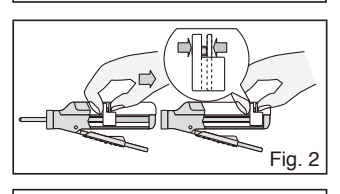

Fig. 2
1. Zorg ervoor dat de zuiger volledig is teruggetrokken in de dispenser (fig. 2)